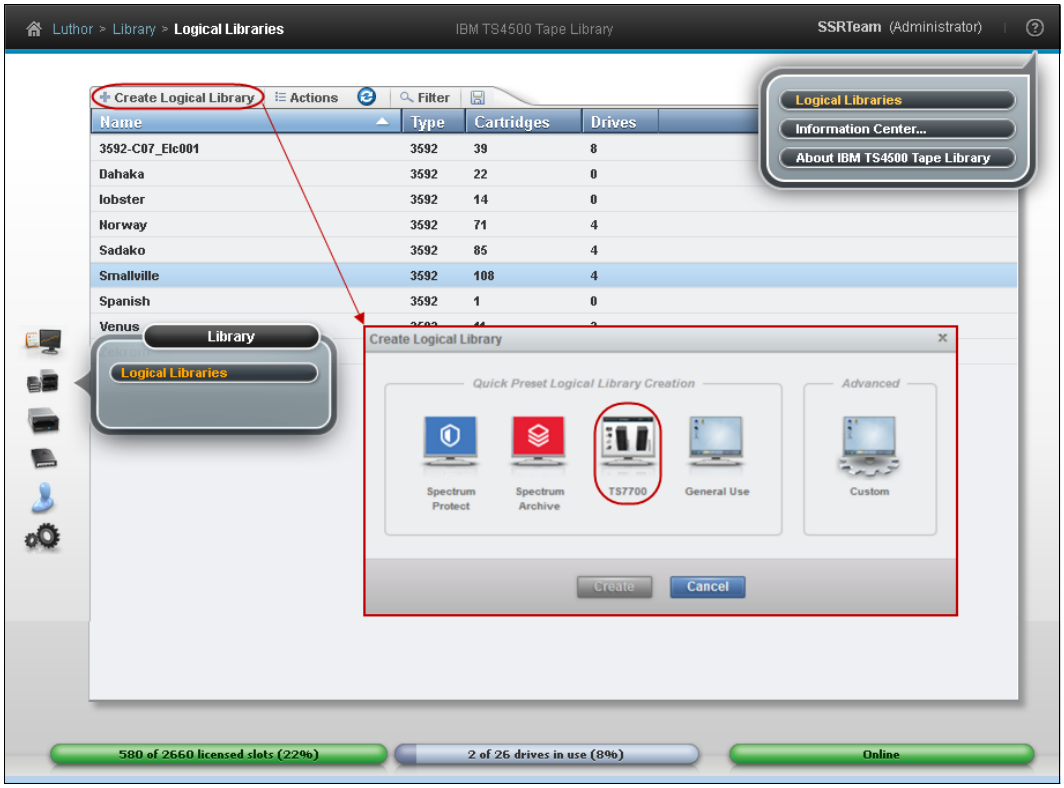

Figure 11-4 TS4500 create logical library page
1. From the initial page of the TS4500 GUI, select **Library Icon** and click **logical library** (see Figure 11-4).
2. Use the **Create Logical Library** option (see Figure 11-4) to complete the task.
Notice that the TS4500 GUI features selected presets, which help in setting up the new logical library. For the TS7700 library, use the TS7700 option that is highlighted in Figure 11-4. This option uses the 3592 tape drives that are not assigned to any existent logical library within the TS4500 tape library. Also, it selects up to four drives as control paths, which distributes them in two separate frames, when possible.